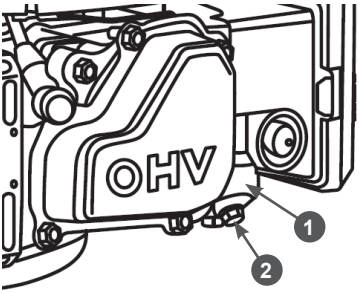

Рис. 21 Слив топлива из карбюратора
1. Установите под карбюратор 1 подходящую емкость (Рис. 21).
2. Открутите болт 2 сливного отверстия и слейте топливо из поплавковой камеры карбюратора (Рис. 21).